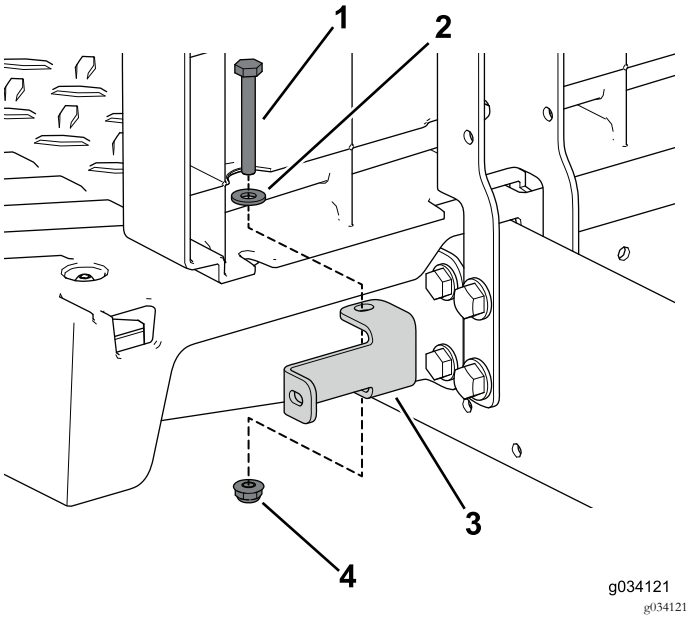

Figuur 86
7. Gebruik de 2 bouten (1/4 x 2 inches), ring en borgmoer om de paneelbeugels links en rechts aan de machine te bevestigen (Figuur 86).
8. Verwijder de 4 zelftappende schroeven om het linkerdeksel op de stoel te bevestigen (Figuur 86).